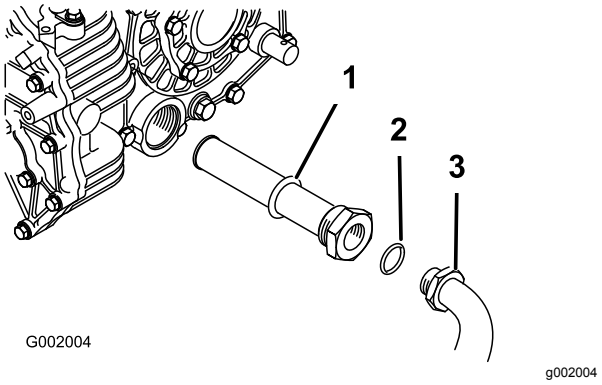

Figur 56
5. Fjern den hydrauliske slangen og 90°-vinkelrøret (Figur 56).